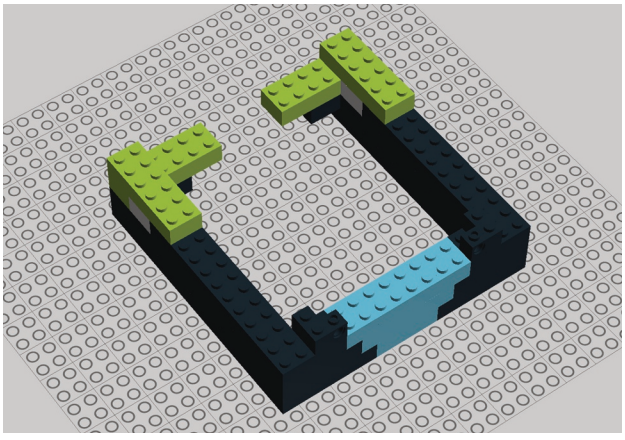

Figure 9-20. *Step 15: Adding four 2x6 bricks*
15. Add four 2x6 bricks (Figure 9-20).